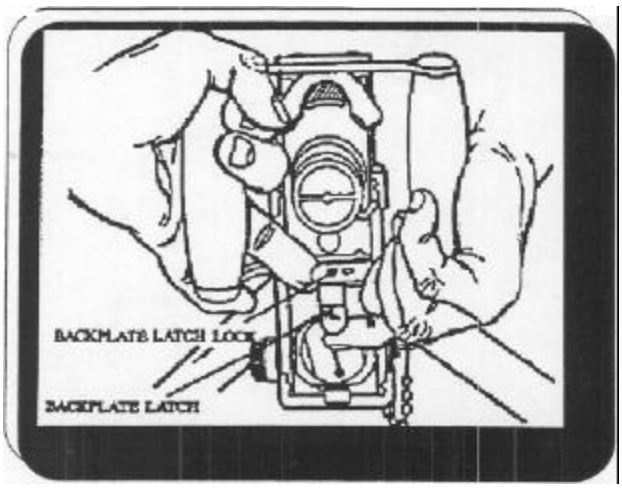

Figure 2, REMOVING THE BACK PLATE ASSEMBLY
(2) *Remove Back plate Assembly*. Insure bolt latch release is up. Bolt must be forward before the back plate assembly can be removed. Located below the buffer tube sleeve is the back plate latch and the back plate latch lock. Pull ***OUT*** on the latch lock an *UP* on the latch. Lift straight up on the back plate assembly to remove from receiver. (Fig 2)